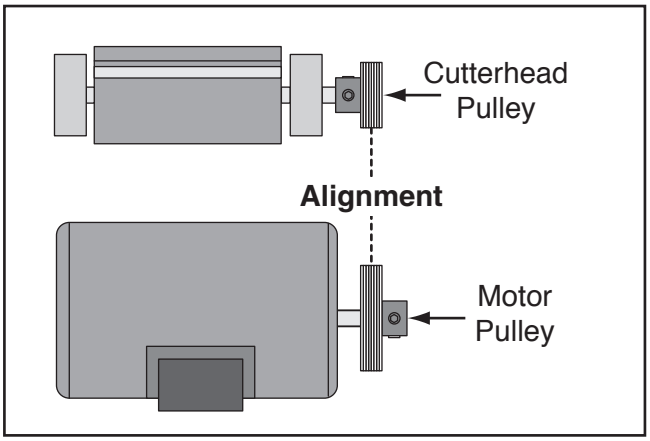

Figure 17. Proper pulley alignment.
13. Tighten set screws and repeat **Step 10** to verify proper pulley alignment. Pulleys should be parallel and aligned, as shown in **Figure 17**, when belt is properly tensioned.